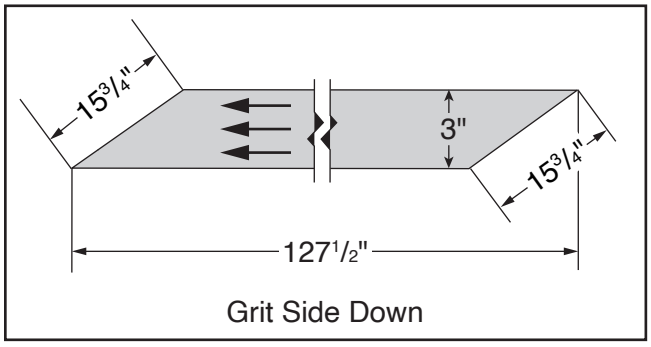

Figure 38. 3" sandpaper pattern for drum.
7. Use old sandpaper strip as pattern or use pattern in **Figure 38** to cut new piece of sandpaper.
IMPORTANT: If directional arrows are printed on back side of sandpaper, they must face left, as shown in **Figure 38**.